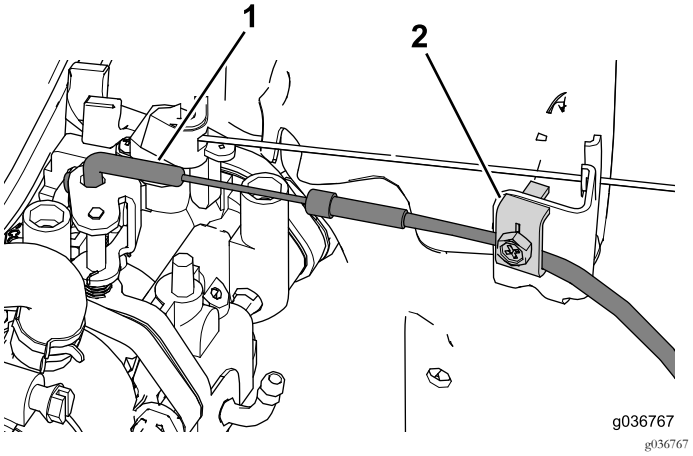

Figura 34
2. Inserte la curva del extremo del cable del acelerador en el conjunto del estárter (Figura 34).
3. Utilice la abrazadera para fijar la posición del cable del estárter (Figura 34).